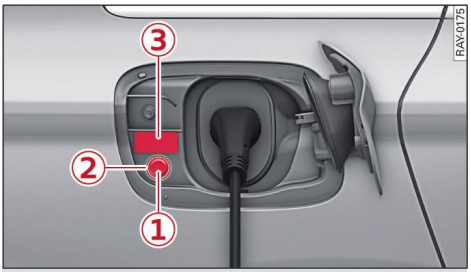

Fig. 73 Rear right side of vehicle: Charging unit consisting of charging socket, button and LED
- With the vehicle unlocked, press the button ① ⇨ *page 128, Fig. 73*.
▸ With the vehicle unlocked, press the button (1) ⇨ *page 128, Fig. 73*.
There is an LED on the charging unit that displays the current charging status (2) ⇨ *page 128, Fig. 73*. A sticker (3) on the charging unit describes the various indicators. ▶